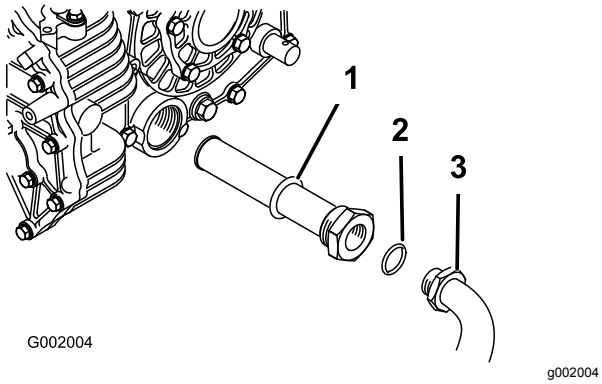

Figur 54
5. Ta bort hydraulslangen och 90-graderskopplingen (Figur 54).